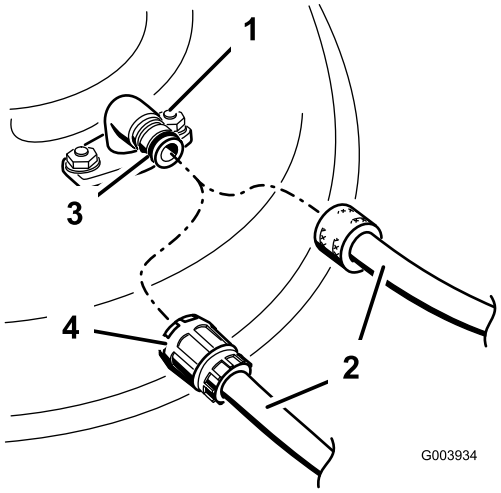

Figur 70
3. Fastgør slangekoblingen på enden af plæneklipperens vaskefitting, og skru helt op for vandet (Figur 70).